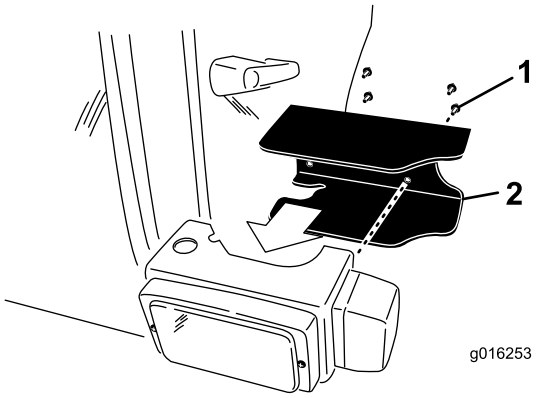

Figure 11
- Mount a headlight shield to the back of each headlight with (2) 1/4 x 5/8 inch screws (Figure 11).